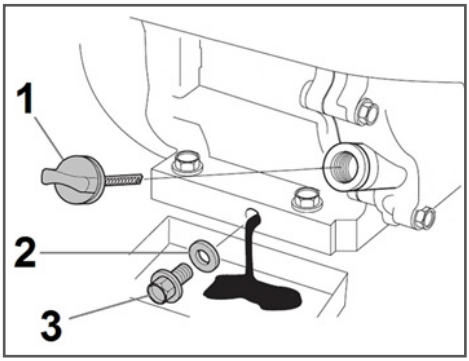

Рис. 16 Замена масла в двигателе
2. Очистите от загрязнений зону вокруг маслозаливной горловины. Извлеките крышку-щуп 1 из маслозаливной горловины (Рис. 16) и протрите щуп чистой ветошью.
3. Открутите пробку 3 для слива масла и слейте отработанное масло в подготовленную для этого емкость (Рис. 16).